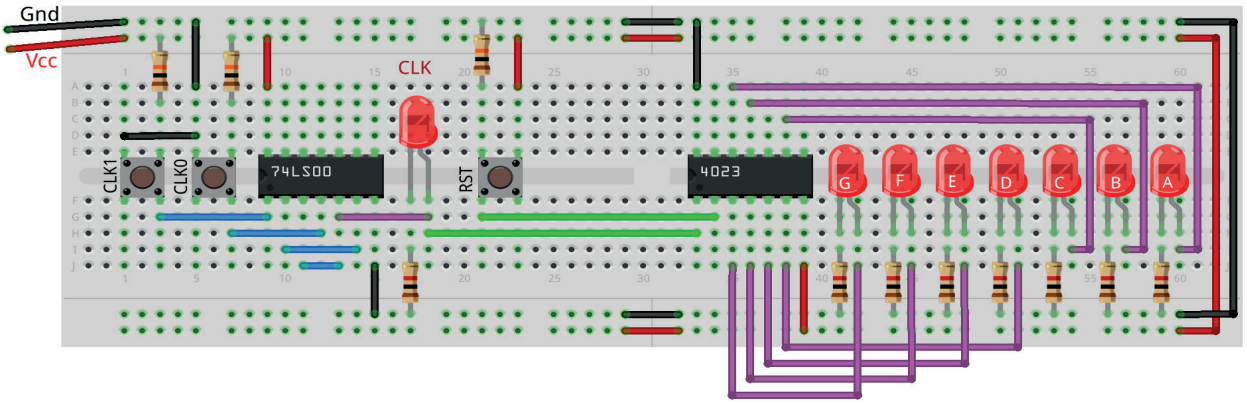

Figura 10.27 – Disposição dos componentes na placa de montagem.
1. Monte o circuito na placa de montagem, conforme figura 10.27.